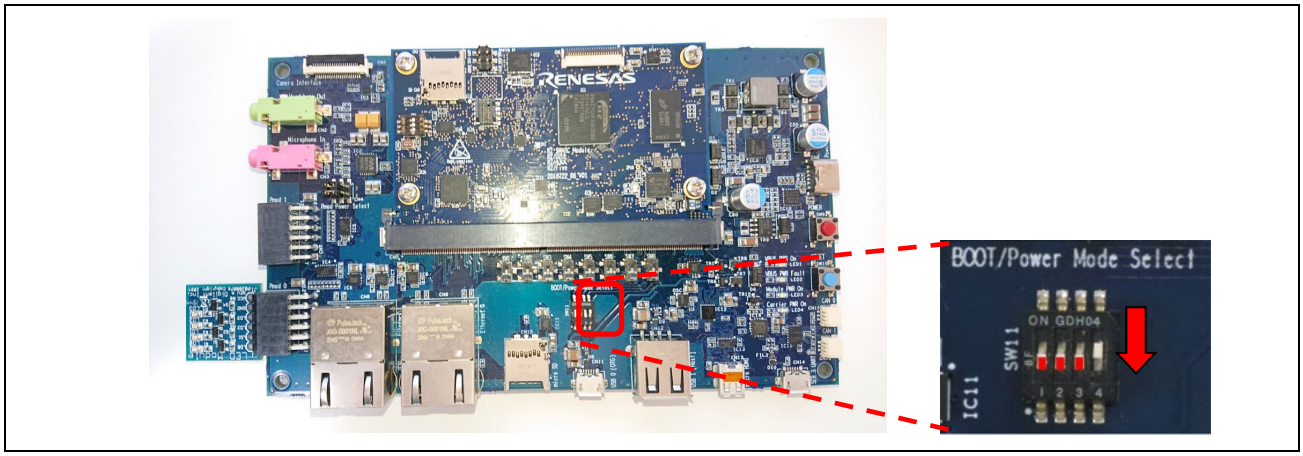

Figure 8.14 SW11 setting
6. Set Boot Mode to Boot Mode3 (1.8-V Serial Flash Memory) by setting SW11-1, SW11-2, SW11-3 as shown in Figure 8.14.